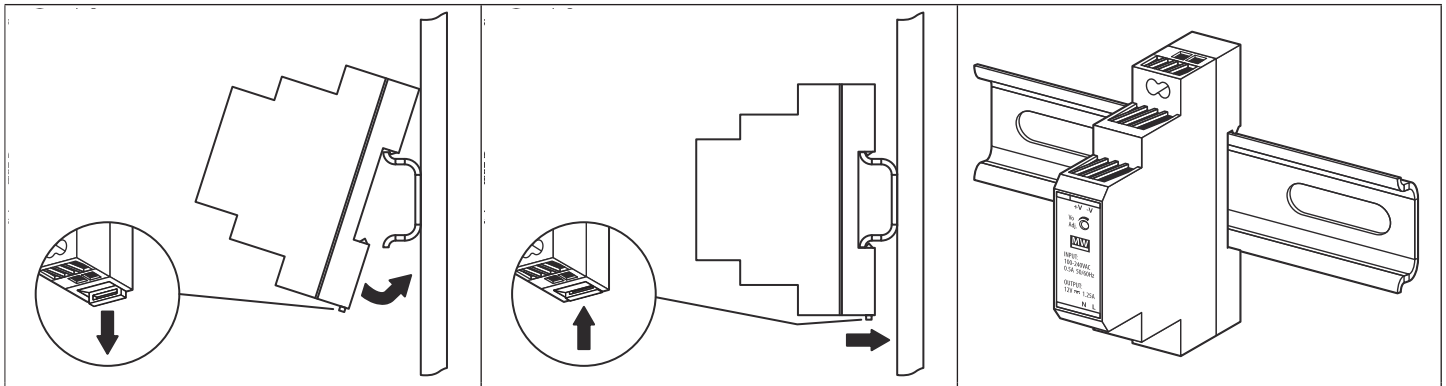

Fig. 25 **Fig. 26** **Fig. 27**
- Fix the power supply to a DIN rail (following **Fig.25**, **Fig.26** and **Fig.27**).
The **Art.2270/4G** GSM module can also be mounted following the same instructions for mounting a DIN type power supply (described above following **Fig.25**, **Fig.26** and **Fig.27**) and then making the necessary terminal connections shown in the wiring diagrams on pages 12 -16 (depending on the system setup and configuration).